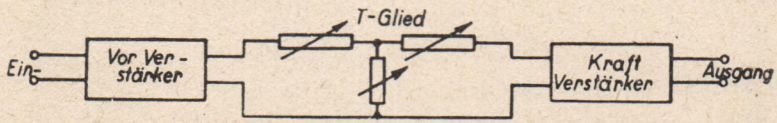

Abb. 179.
c) als Dämpfungsglieder zwischen Vor- und Kraftverstärker nach Abb. 179.